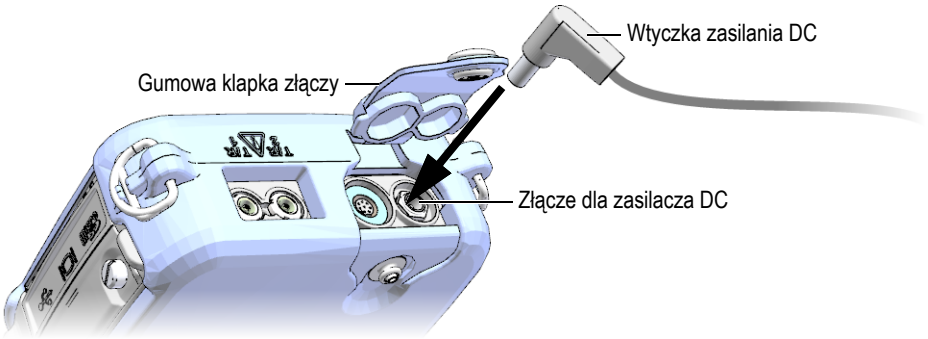

Rysunek 2-3 Podłączanie wtyczki zasilania DC
2. Unieś gumową klapkę zakrywającą gniazdo DC na górze przyrządu 39DL PLUS (patrz Rysunek 2-3 na stronie 53).
3. Podłącz wtyczkę zasilania DC przewodu ładowarki/zasilacza do złącza dla zasilacza DC w przyrządzie (patrz Rysunek 2-3 na stronie 53).